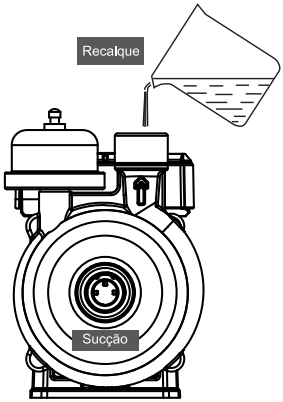

Figura 6
8.24 Escorve o pressurizador antes de conectar a tubulação de recalque. Para isso, deve-se preencher a tubulação de sucção e o corpo da bomba com água limpa, de forma a retirar todo o ar, utilizando o parafuso de escorva (figura 6).